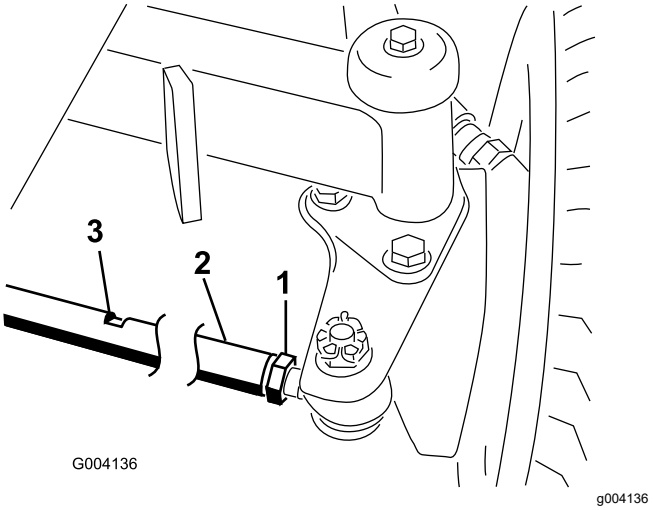

Figur 138
1. Løsn kontramøtrikken for hver ende af forbindelsesstangen (Figur 138).